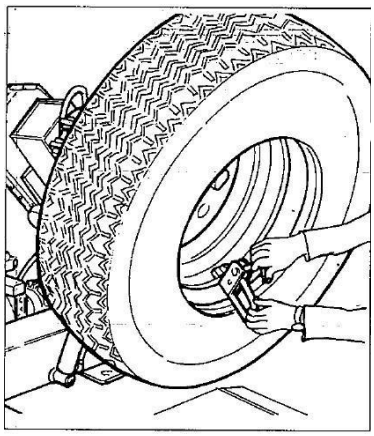

Рис. 7.9
8) Извлеките зажим и переместите его в положение «стрелки на 6 часов» во внешней плоскости второго борта (см. рис. 7.9).
10) Прикрепите зажим внизу (в положении «стрелки на 6 часов») снаружи второго борта (см. рис. 7.9).